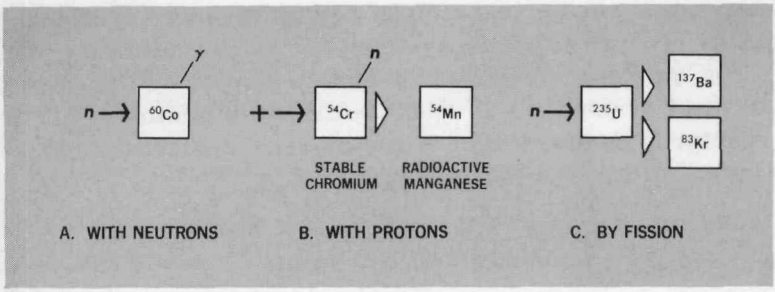

**Figure 3** *Production of artificial radioisotopes.*
The atoms of a few natural elements have unstable nuclear arrangements; that is, they are naturally radioactive isotopes. A small amount of all potassium—including that in the human body, for example—is potassium-40, which is radioactive. For the most part, however, radioisotopes are produced artificially (1) by the addition of neutrons and/or the removal of protons, (2) by the addition of protons and/or the removal of neutrons, or (3) by *fission*—that is, the addition of a neutron to a large atom, thereby splitting the nucleus into chunks that are radioisotopes (Figure 3). The first and third types are usually carried out in reactors, while the second type is more characteristically produced in accelerators.*